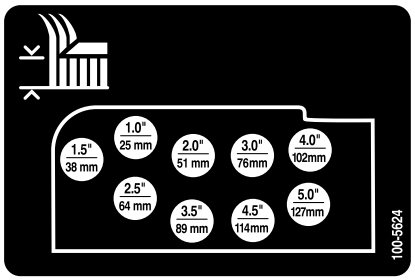

Figur 23
10. Montera klipphöjdskedjorna i önskat klipphöjdshål med hjälp av sprintbulten och hårnålssprinten (Figur 23).